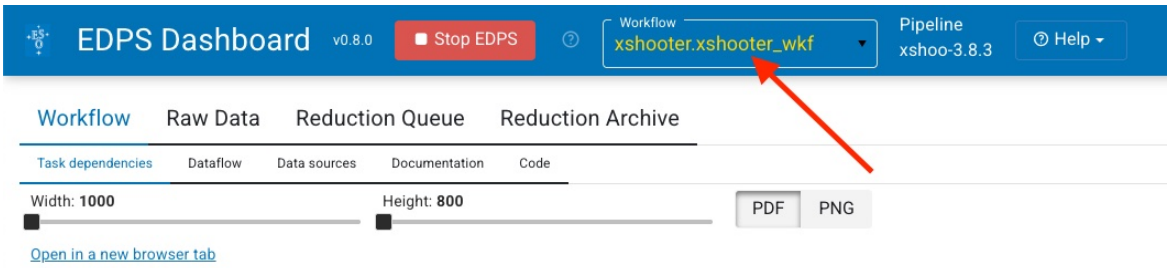

Figure 4: The `edps-gui` with the XSHOOTER workflow loaded.
5. Choose the `xshooter.xshooter_wkf` workflow from the list in the ’Workflow’ field. The workflows offered in this selector depend on the installed pipelines. The graphic workflow representation will appear as in Figure 4.